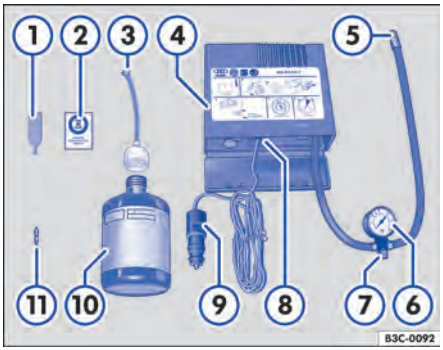

Fig. 169 Representação esquemática: componentes do kit de reparo dos pneus.
O kit de reparo dos pneus encontra-se no compartimento de bagagem sob o revestimento do assoalho. Ele é composto pelos seguintes componentes ⇒ Fig. 169:
11. Colar a etiqueta adesiva ⇒ Fig. 169 ② do kit de reparo dos pneus no campo visual do condutor no painel de instrumentos.
- Com a chave para remoção do elemento da válvula ⇒ Fig. 169 ①, desrosquear o elemento da válvula do pneu e colocá-lo sobre uma superfície limpa.
- Agitar a garrafa para enchimento dos pneus ⇒ Fig. 169 ⑩ algumas vezes com força.
- Rosquear a mangueira de enchimento ⇒ Fig. 169 ③ com firmeza no sentido horário sobre a garrafa para enchimento dos pneus. A película na tampa é perfurada automaticamente.
- Remover a vedação da tampa da mangueira de enchimento ⇒ Fig. 169 ③ e introduzir a extremidade aberta totalmente na válvula do pneu.
- Rosquear novamente o elemento da válvula com a chave para remoção do elemento da válvula ⇒ Fig. 169 ① na válvula do pneu.
- Rosquear a mangueira de enchimento dos pneus ⇒ Fig. 169 ⑤ do compressor de ar com firmeza na válvula do pneu.
- Verificar se o parafuso de sangria de ar ⇒ Fig. 169 ⑦ está fechado.
- Encaixar o conector do cabo ⇒ Fig. 169 ⑨ em uma tomada 12 V do veículo ⇒ Página 140.
- Ligar o compressor de ar com o interruptor LIGA-DESLIGA ⇒ Fig. 169 ⑧.
Reconectar a mangueira de enchimento dos pneus ⇒ Fig. 169 ⑤ e ler a pressão dos pneus no manômetro de pressão dos pneus ⑥.